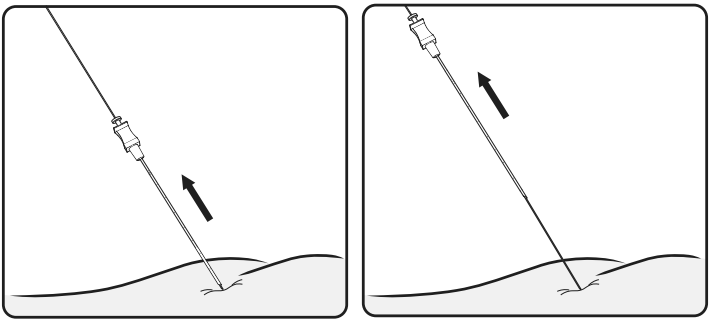

Abbildung 9. Foramen-Nadel entfernen
4. Die Richtungsführung nicht verschieben und die Foramen-Nadel über die Richtungsführung vorsichtig aus dem Foramen ziehen. Die Führung dabei zurücklassen. (**Abbildung 9**).